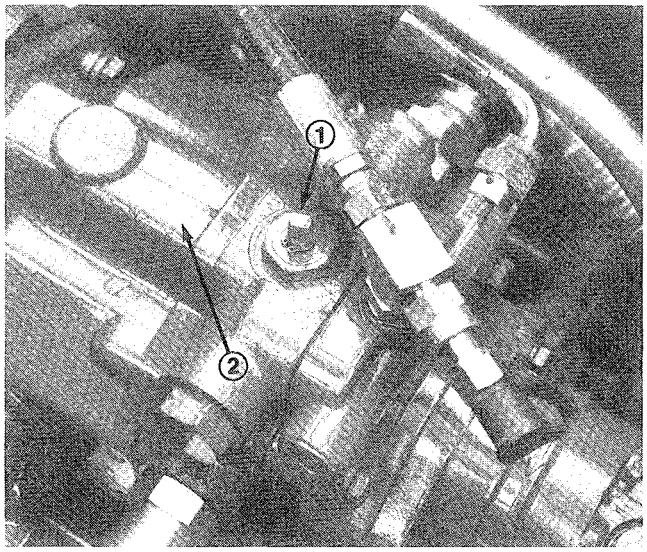

Figure 19
4. Rotate by–pass valve 90 degrees (Fig. 19). Opening the valve opens an internal passage in the traction pump, thereby by–passing hydraulic oil. Because oil is by–passed, traction unit can be moved without damaging the hydraulic system.